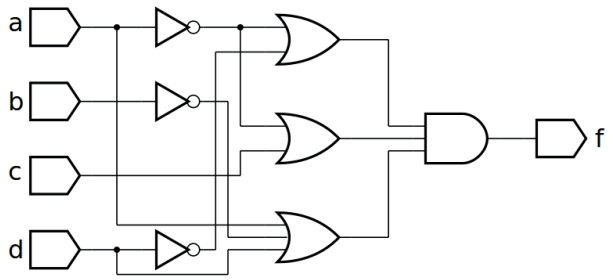
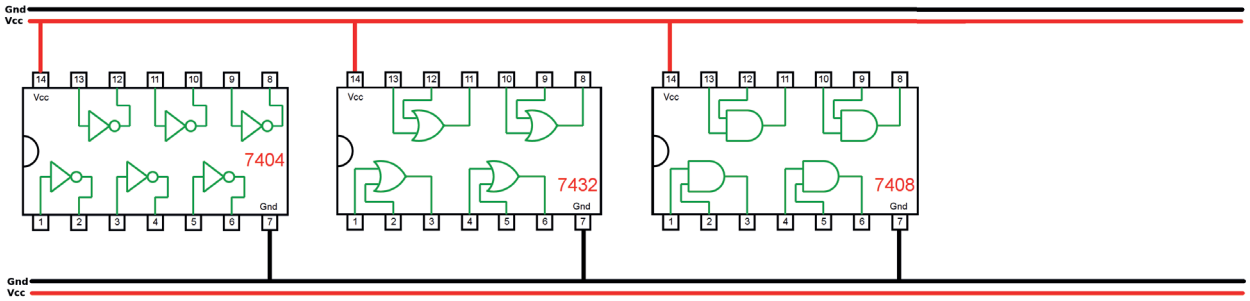

Figura 5.21 – Diagrama esquemático.
Figura 5.22 – Disposição dos componentes (TTL) para a placa de montagem.
1. Complete as ligações na figura 5.22 ou 5.23 de acordo com a figura 5.21.
5. Utilize um programa de simulação em computador (SmartSim, Atanua, Qucs) faça a simulação do circuito da figura 5.21. Compare os resultados com a tabela 5.5.
6. Escreva a equação booleana do circuito da figura 5.21 e simule no programa para o Arduíno.